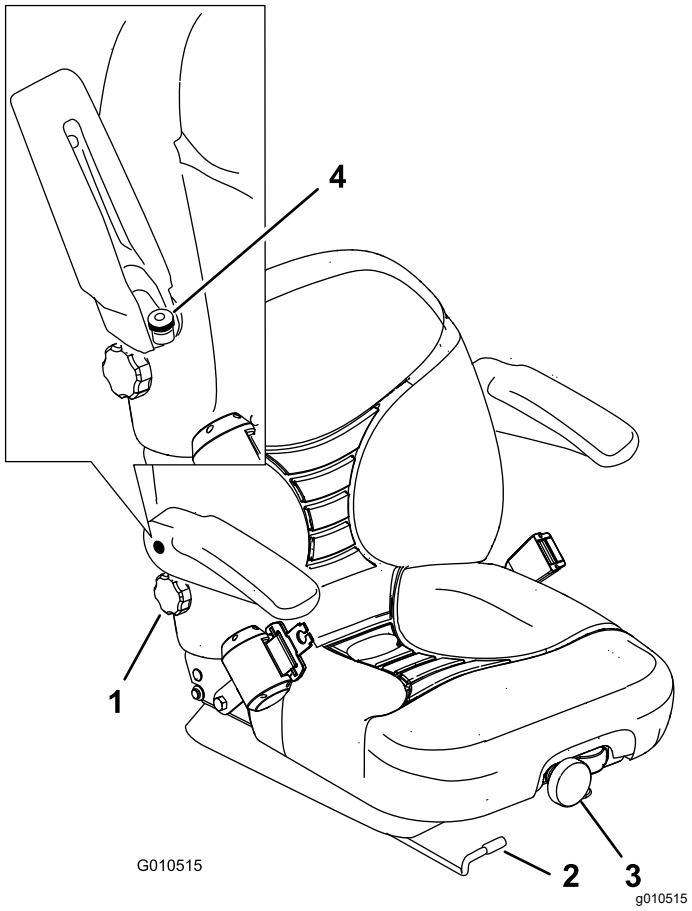

Figur 30
1. Flyt håndtaget til siden for at låse sædet op (Figur 30).
Drej på knappen foran på sædet for at opnå den mest behagelige position (Figur 30).
Drej knappen under det højre armlæn til højre eller venstre for at opnå den mest behagelige position (Figur 30).
Armlænet justeres ved at hæve det og dreje på knappen for at opnå den mest behagelige position (Figur 30).